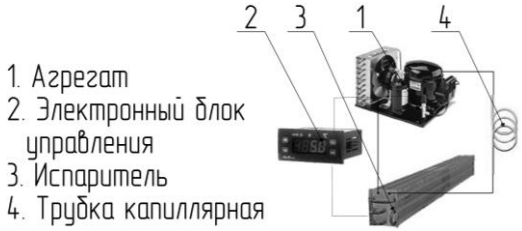

Рис.4.
4.2. Для обеспечения температурного режима в витринах применяются поршневые герметичные одноступенчатые компрессорно-конденсаторные агрегаты и медно-алюминиевые испарители. Принципиальная схема холодильной системы показана на рис.4.